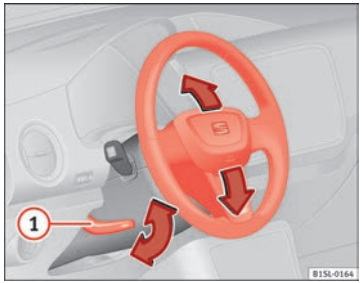

Fig. 33 Mechanical steering wheel adjustment ▶
- Push the lever ⇒ Fig. 33 (1) downwards.
- **After adjusting the steering column, push the lever ⇒ Fig. 33 (1) firmly upwards to ensure the steering wheel does not accidentally change position while driving.**